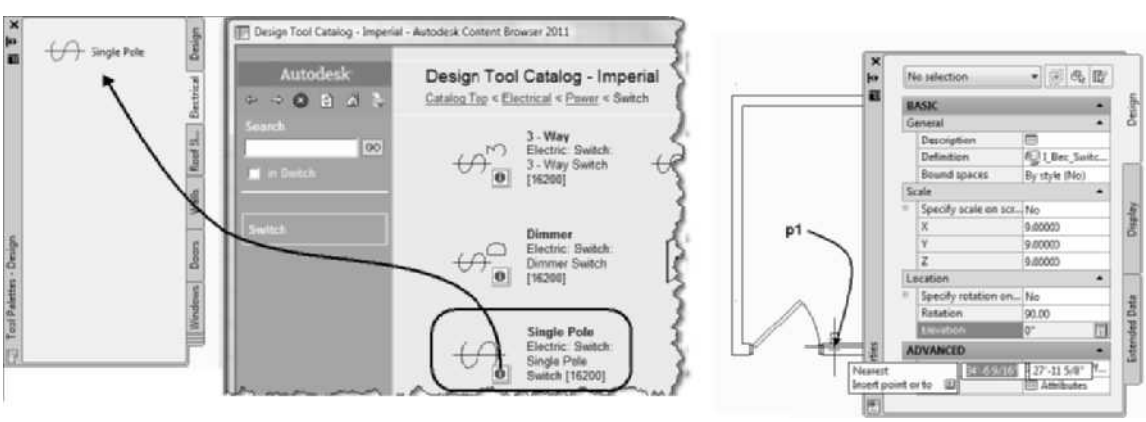

FIGURE 10.13 *Selecting Single Pole Switch from the Design Tool Catalog—Imperial*
7. Select Content Browser from the Tools flyout of the Build panel in the Home tab. Open the Design Tool Catalog—Imperial to the Electrical > Power > Switch palette as shown in Figure 10.13.
10. Move the cursor over the workspace and select a location along the bottom wall using the Nearest object snap near p1 as shown in Figure 10.13. Press ESC to end the command.